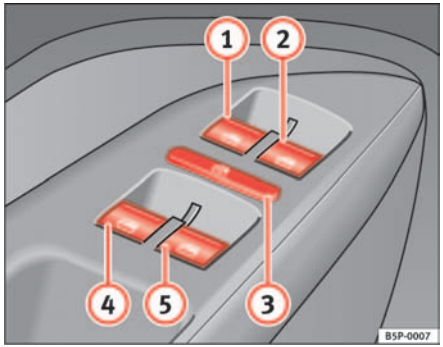

Fig. 70 Section of the driver door: controls for the front and rear windows
The buttons ⇒ page 106, fig. 70 (1) and (2) have two levels for opening the window and two for closing it. This makes it easier to open or close windows to the desired position.